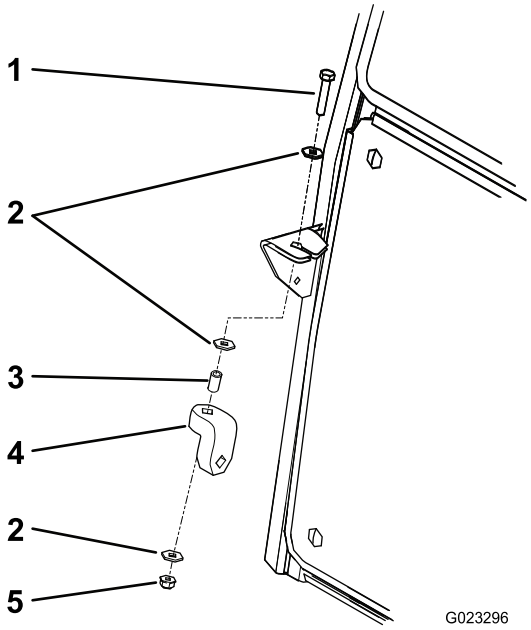

Bild 12
1. Befestigen Sie ein Hängeprofil aus Gummi mit einer Schraube (5/16" x 1-5/8"), zwei Scheiben (3/8"), einem Distanzstück und einer Bundmutter (5/16") lose an der Unterseite jeder Nase vorne an der Kabine. Bild 12